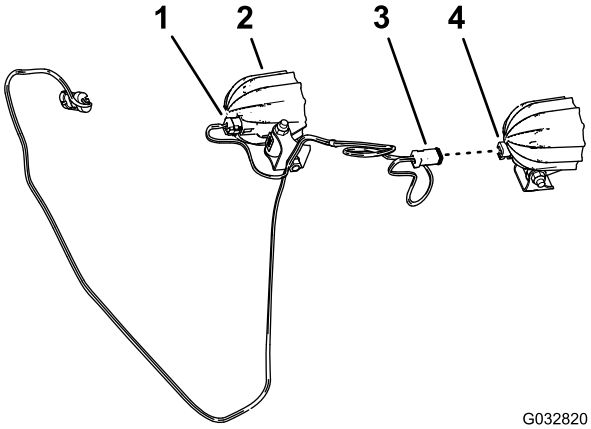

Figur 10
1. Koble til kontakten med to pinner på LED-lyset i koblingen med to sokler på LED-lysledningssatsen (Figur 10).
2. Gjenta trinn 1 for det andre LED-lyset og den andre kontakten med to sokler på ledningssatsen (Figur 10).